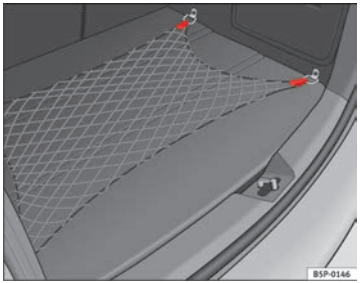

Fig. 106 Luggage compartment net
– Use the fastening rings located on the side of the luggage compartment to attach the storage net ⇒ Fig. 106.